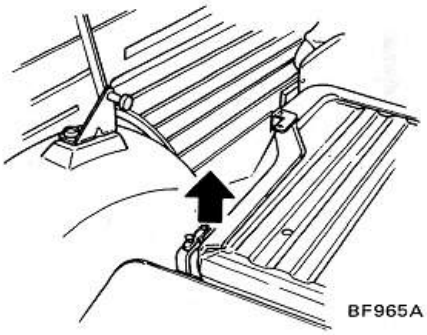

Fig. BF-65 Dépose du dossier de siège arrière (Commerciale et Fourgonnette)
1. Déposer les vis de fixation du dossier au plancher et déverrouiller la partie supérieure du dossier. Retirer le dossier de siège. Voir Figure BF-65.